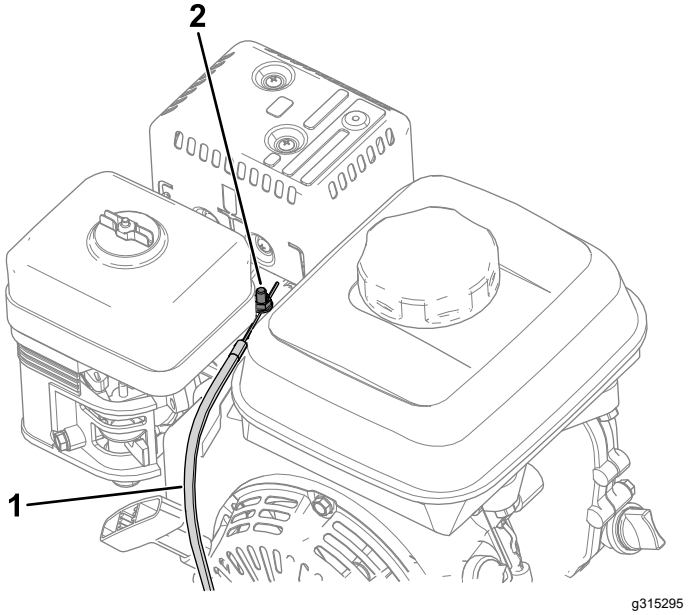

Figuur 39
4. Maak de schroef op de klem van de kabelgeleiding los (Figuur 39).